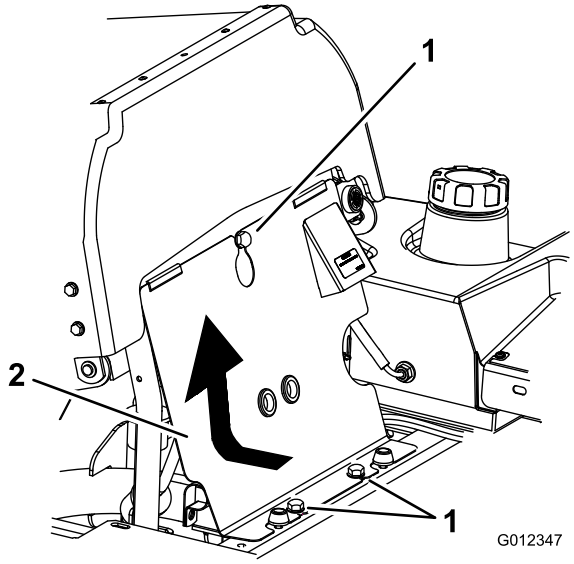

Figuur 69
3. Kantel de stoel naar voren, draai de bouten los en verwijder het frontpaneel van de motor (Figuur 69).